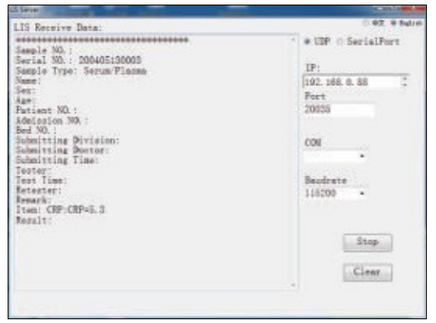

Fig. 6.19
4) After the meter finishes testing, the test results will be sent automatically to the PC data receiving software. If the user didn’t input detailed information, such as name and sample types, on the Finecare ™ FIA Meter plus, they will be left blank on the computer terminal (See Fig. 6.19). OR: